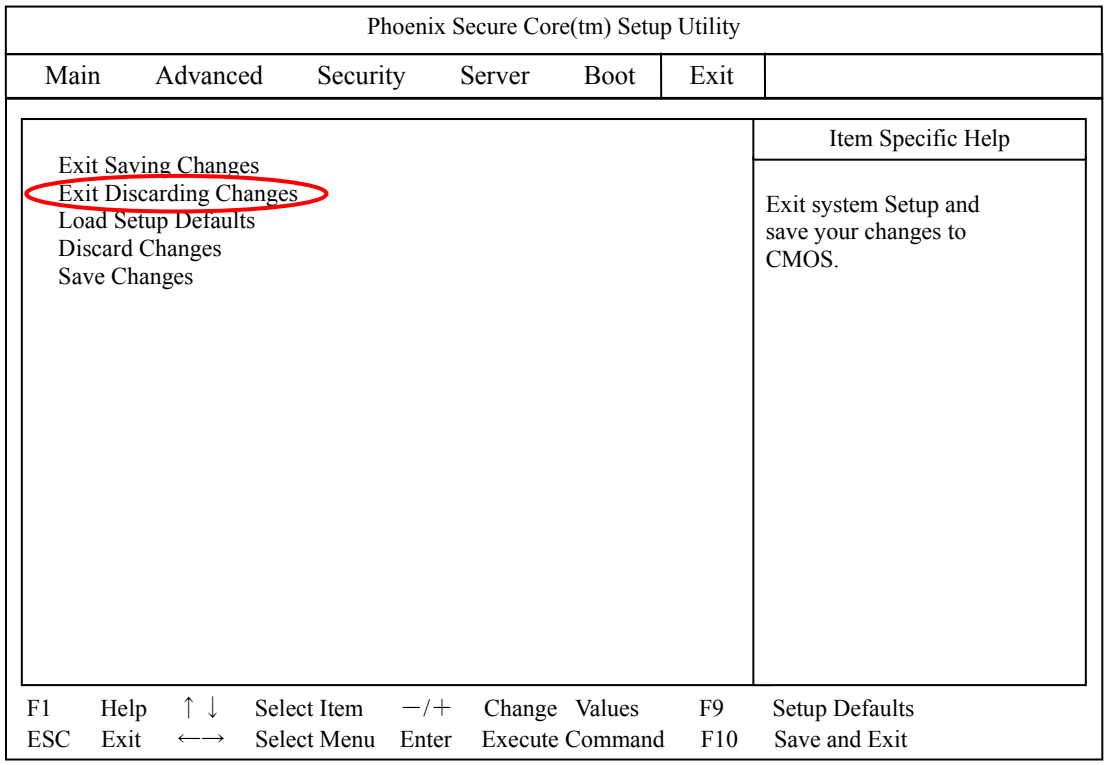

Figure B.2.2-3 Exit Menu Window
(6) The exit menu window is displayed as shown in Figure B.2.2-3.